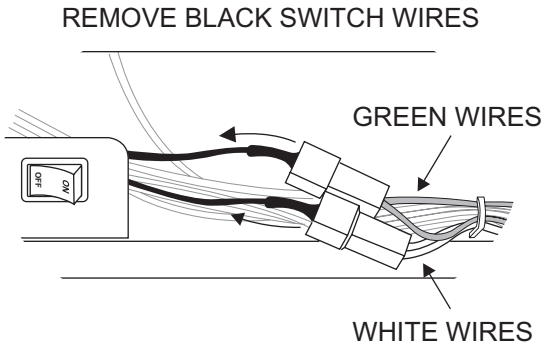

**Figure 18**
**"IP" Valve** - Locate the two 5-1/2-inch long black wires connected to the ON/OFF switch. Disconnect these two black wires at the green and white wire connections. Attach the flag terminals (the low voltage wire assembly found in the Instruction Packet) to the green and white wire connections. See Figures 18 and 19.
b. For IP valve connections, locate the green and white wires from the control module, then connect the switch wire flag terminals to the green and white wire terminals. **See Figures 18 and 19.**
2b. Attach the flag terminals to the green and white wire terminals located in the bottom of the insert near the gas valve. **See Figures 18 and 19.**